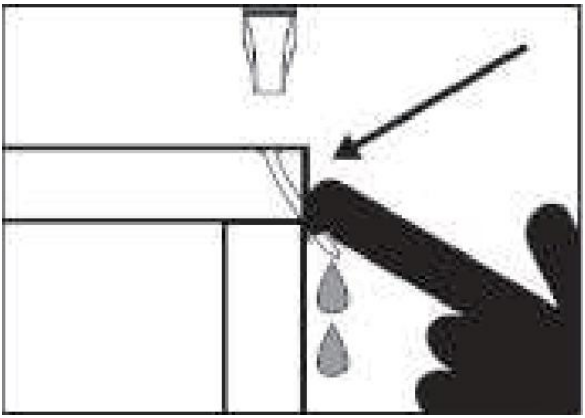

Figur 5. Exempel på spikböjning.
- Nedböjning orsakas när ojämnheter i ådringen, kvistar eller främmande föremål inuti träet orsakar att klammern att ändra dess bana, vilket resulterar i att spiken/klammern punkterar arbetsstyckets yta, som visas i figur 5.